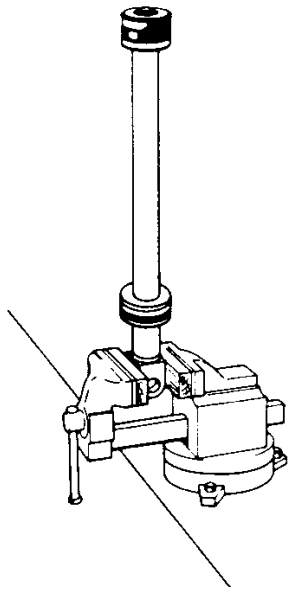

Figure 7-238: Sideshift Cylinder, Piston Removal
6. Clamp the rod assembly in a soft-jawed vise or between two wooden blocks. **NEVER clamp directly on the rod sealing surface.** Remove the nut fastening the piston to the rod. Remove the piston and retainer. See Figure 7-238.